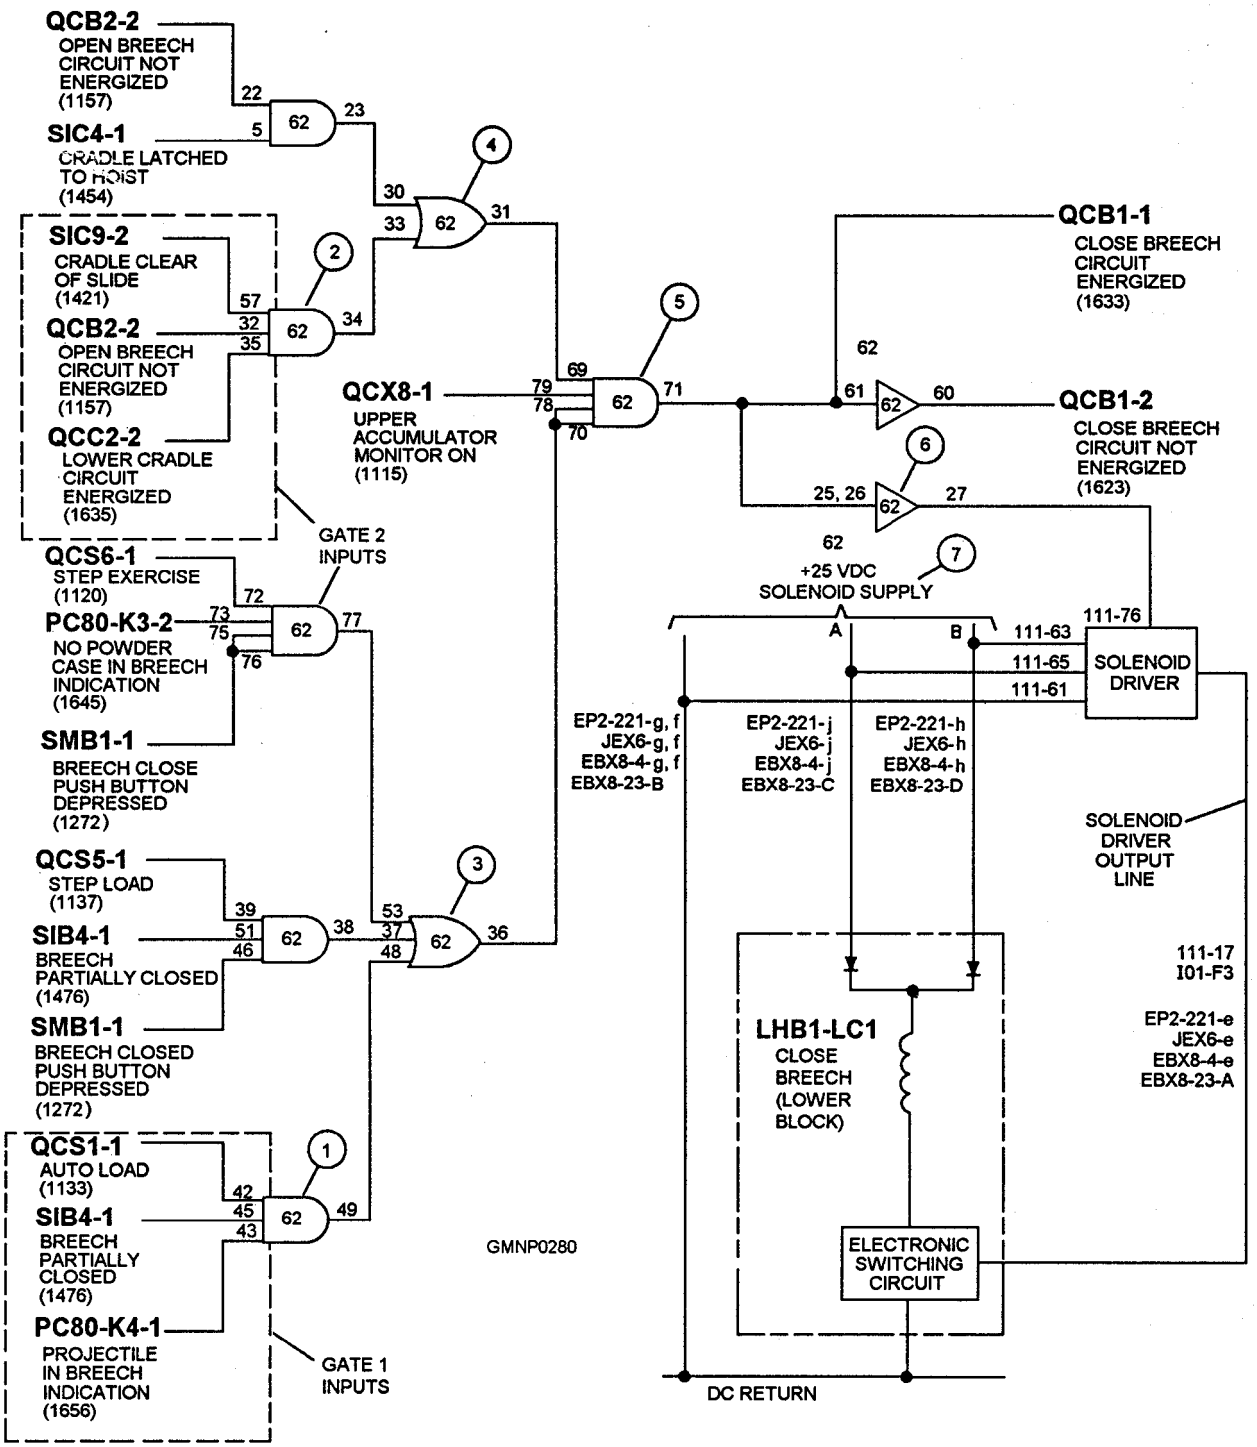
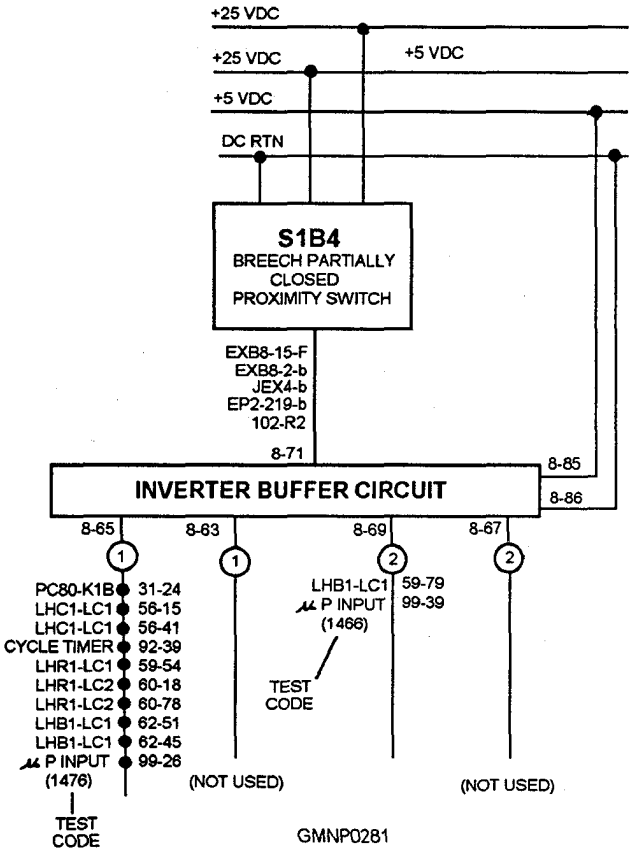
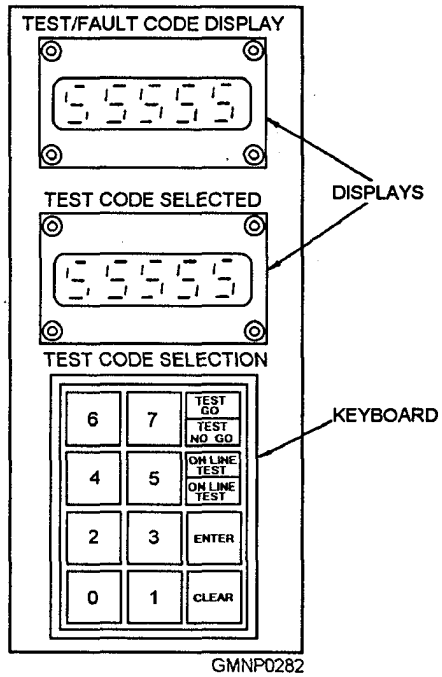

Figure 5-17.—Typical logic control circuit.
Figure 5-18.—Inverter buffer circuit for SIB4.
Figure 5-19.—Test/Fault code keyboard and displays.
Figure 5-17 shows a typical logic circuit that uses inverted and buffered switch outputs to trigger a solenoid driver. The solenoid driver, in turn, controls a solenoid that initiates a gun-loading cycle, in this case, closing the breech of a Mk 45 Mod 1 gun.
This circuit consists of AND gates, OR gates, and an inverter. The numbers within the gates identify the printed circuit board in the EP2 panel on which the circuit is located. The numbers on the input and output lines of the gates identify the terminal pin that connects to that point. The circled numbers in figure 5-17 are
Inputs to the logic gates are identified by both alphanumeric nomenclature and a brief description of what the input means. The input SIB4-1 (BREECH PARTIALLY CLOSED) to gate 1 comes from the number 1 output leg of the inverter buffer associated with SIB4 (fig. 5-18). When the breech is partially closed, the switch is activated and the high switch output through the inverter buffer produces a low logic input at input pin 45 of gate 1. Remember, gate 1 is an AND gate and requires all inputs to be LOW to produce a LOW output.
The inputs to gates 1 and 2 in figure 5-17 initiate the operation of breech closing solenoid LHB1-LC1 in the normal mode of operation, AUTO LOAD. The six inputs indicate that the gun-loading system has delivered a complete round into the breech of the gun, the LOWER CRADLE circuit is energized, and the cradle has moved clear of the slide. With these conditions met, gates 1 and 2 pass a LOW logic signal to gates 3 and 4, respectively. Since gates 3 and 4 are OR gates, they require only one LOW input to produce a LOW output. The two LOWS from gates 3 and 4 are applied, with another LOW from summary circuit QCX8, to gate 5. When all inputs to gate 5 are LOW, it passes a LOW to gate 6, which is an inverter. With a LOW input, the inverter passes a HIGH output to the solenoid driver. This solenoid driver does not control the current flow to the solenoid. The output of the solenoid driver is used to forward bias a transistor circuit located in the solenoid housing. This output energizes the solenoid by allowing current to flow through the coil to DC RETURN. The A and B legs of the +25 VDC solenoid supply, point 7, represent a primary and secondary power supply to the solenoid.
The Mk 45 Mod 1 gun system is equipped with a microprocessor that monitors the sequence of operation of the gun through equipment position switch inputs. Notice the last output destination on the 1 and 2 legs of the inverter buffer circuit shown in figure 5-18. µp INPUT indicates that switch output is supplied to the microprocessor. On the EP-2 panel there is a Test/Fault Code Keyboard and Display (fig. 5-19) that is used to interface with the microprocessor. To test the output of a switch or summary circuit, the operator needs only to type in the test number for that circuit or switch. The result of the testis displayed as a 0 or a 1 in the Test/Fault Code Display above the keyboard. A zero (0) indicates a LOW output and a one (1) indicates a HIGH output. In this case, the test number for SIB4 is 1476 for leg 1 and 1466 for leg 2 (fig. 5-19). The test code number is
displayed in brackets along with the circuit or switch input/output identification (note the same number [1476] in the SIB4-1 input to gate 1 in fig. 5-17).
Logic circuit failures are isolated much the same as they are in the older types of control circuits. Refer to figure 5-17 as we walk through a typical troubleshooting routine. You have verified equipment position and determined that the equipment stopped at the CLOSE BREECH step in the loading sequence. The first problem is to isolate the fault to one side of the circuit. This is done by entering the test code for QCB1-1 [1633]. A LOW would indicate the problem is in the right side of the circuit, in gate 6—the solenoid driver or the solenoid. Let us assume we read a HIGH here, the problem is in the left side of the circuit. Since there are no test codes for gates 3,4, and 5, we skip over to the switch inputs for gates 1 and 2. If all the inputs to gates 1 and 2 are LOW, the problem is on board 62. A HIGH at any of these test points would lead you back through the inverter buffer circuit for that input. In this case we will assume a HIGH input is detected at SIB4-1. Refer to figure 5-18 as we examine the inverter buffer for SIB4. Since we have read a HIGH at leg 1, test code [1476], we can assume the inverter buffer is functioning if we read a LOW on leg 2, test code [1466]. These tests lead us back to the proximity switch. After verifying that the switch is in proximity, we test the switch by checking switch input at point 8-71. This test is accomplished using a circuit card extender. The circuit card extender allows you to take input and output readings on a particular circuit card while the system is energized. The circuit card extender provides an extended circuit card jack with test points for each pin connection. A LOW reading at pin 8-71 would indicate a bad proximity switch.